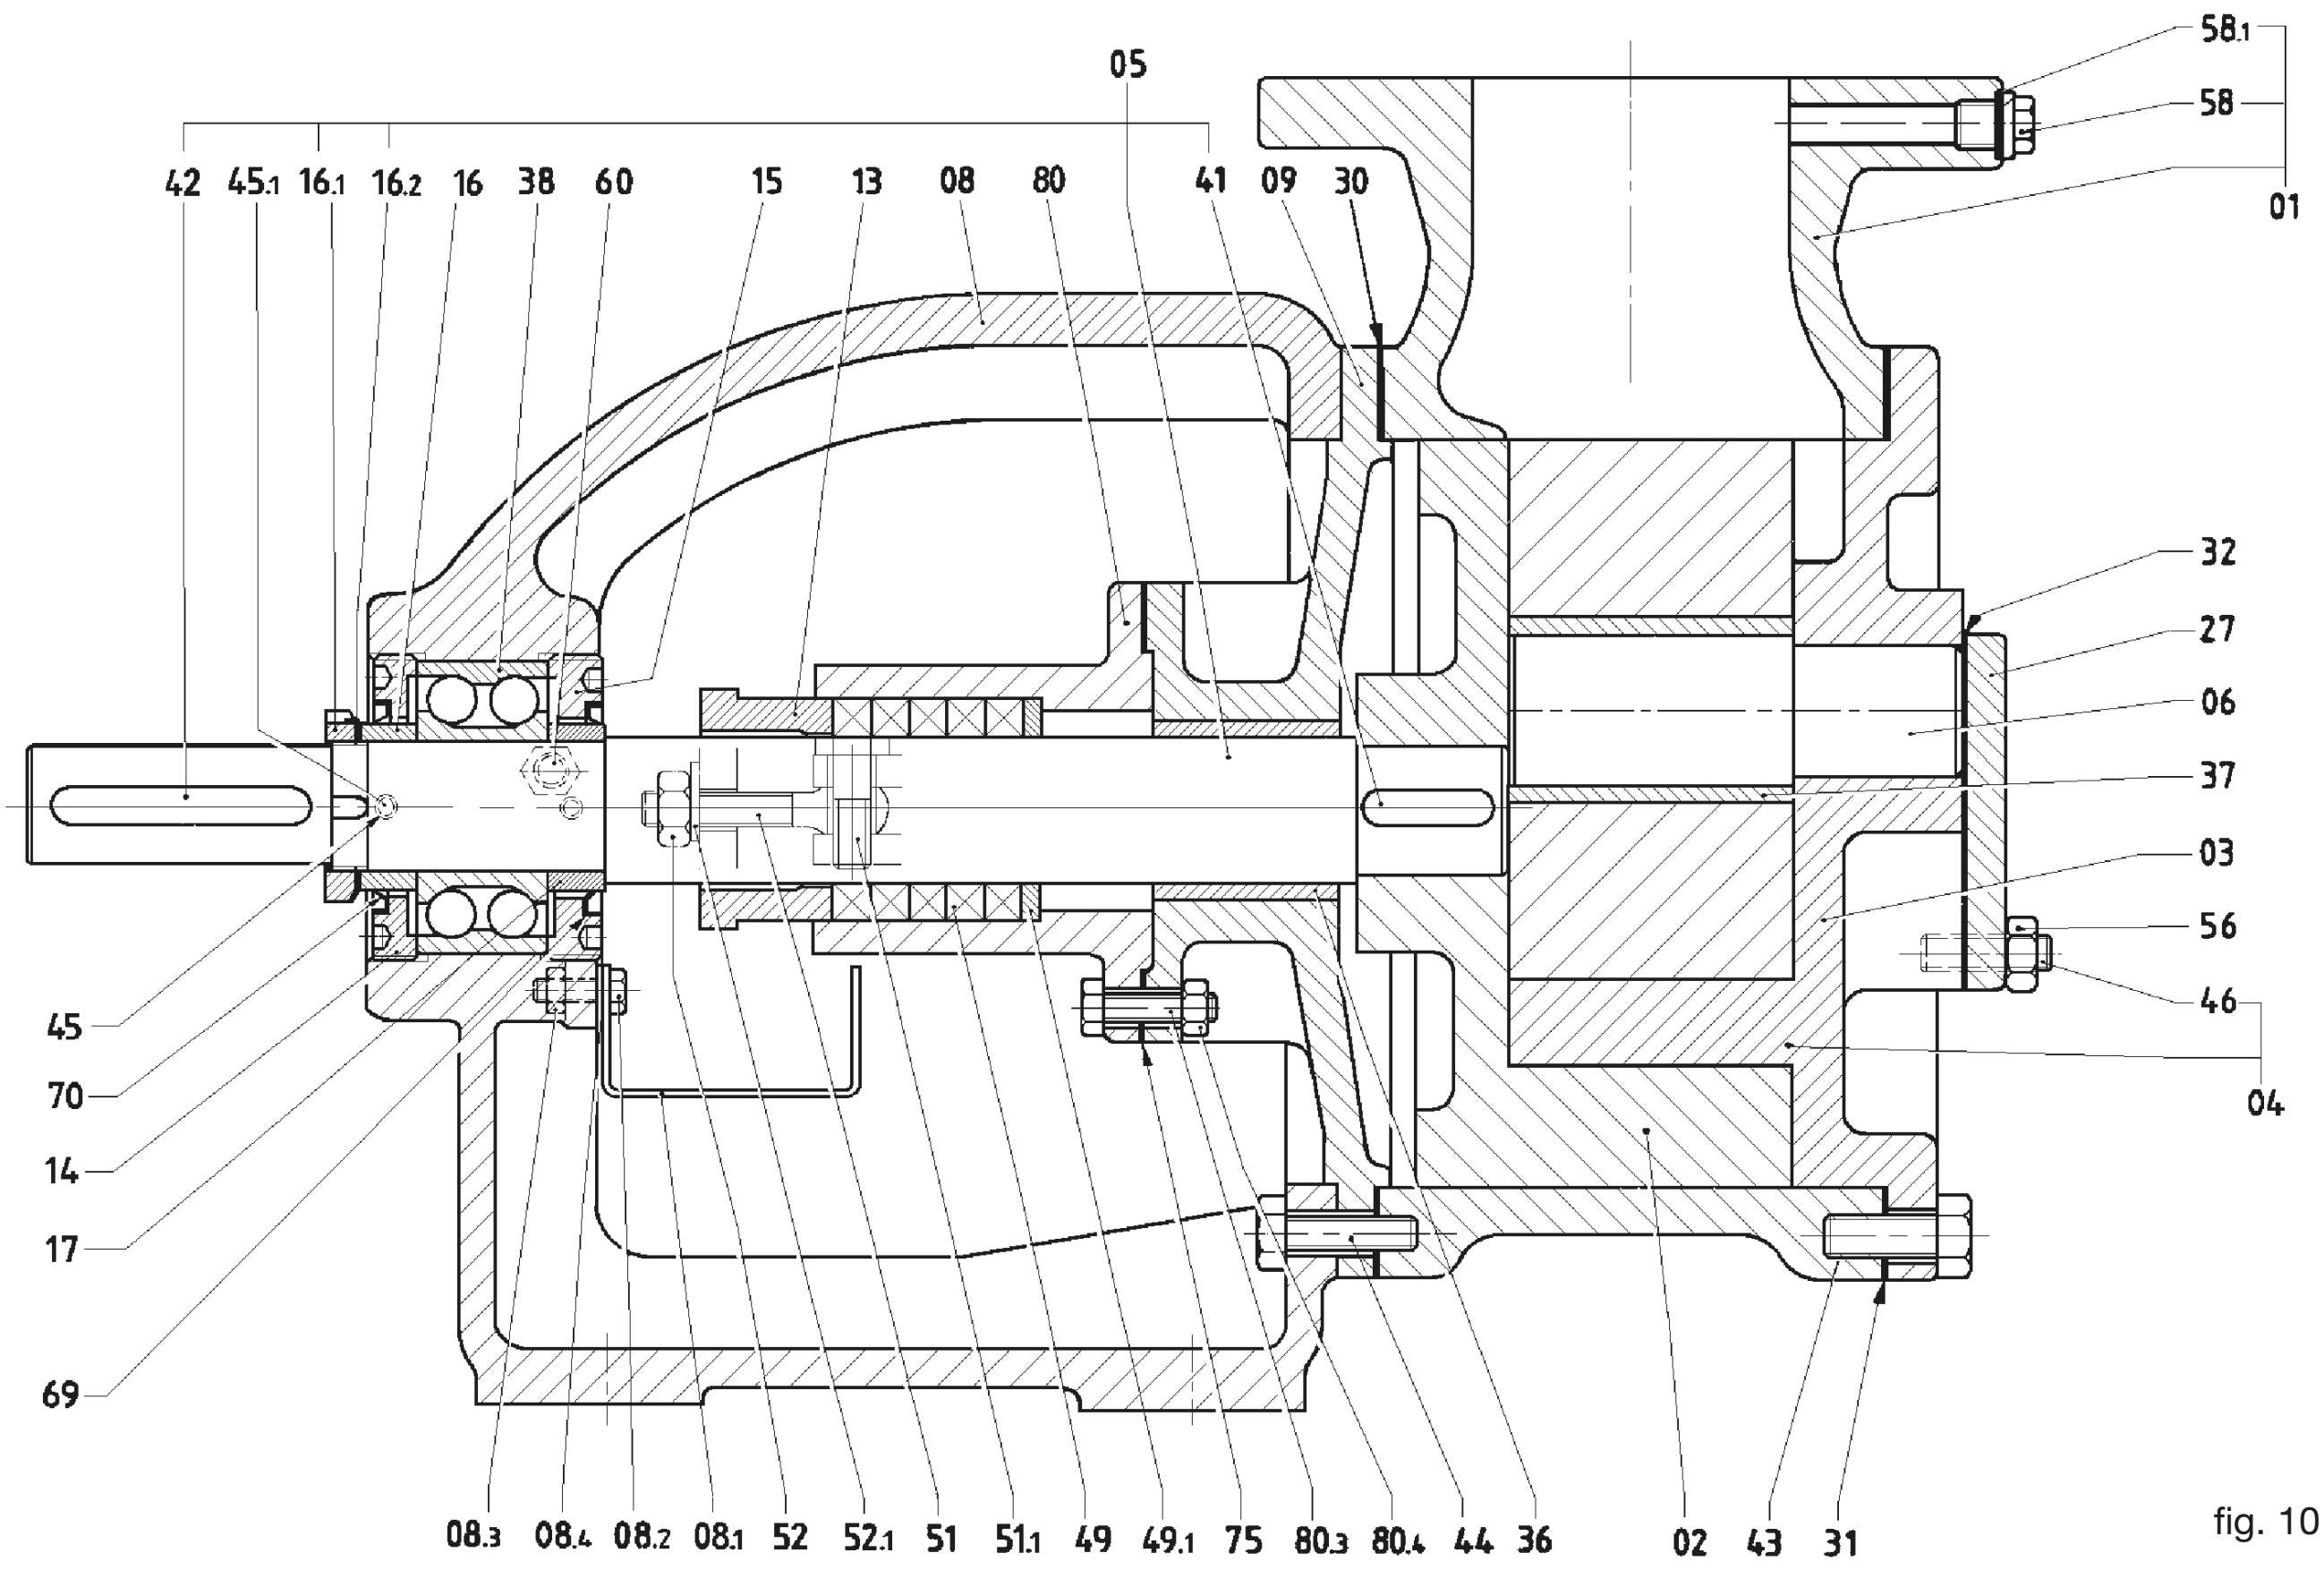

fig. 10
11.1 Démontage du couvercle (04) (fig. 10)
11.2 Démontage de la roue dentée (03) (fig. 10)
- ☐ Oter la roue du pivot (06), le coussinet en bronze (37) se trouve dans le trou central. Certaines versions ne possèdent pas cette douille et ont un pivot avec un diamètre plus grand.
11.3 Démontage du pivot (06) (fig. 10)
11.4 Démontage du corps (01) (fig. 10)
- ☐ Enlever les vis (44).
- ☐ Dégager le corps de la bride/ support (09) en veillant à ne pas abÎmer le joint (30). Le remplacer si c'est le cas.
- ☐ La bride/ support doit rester dans le logement de centrage avec le support (08).
11.5 Démontage du roulement à billes (38) (fig. 10)
11.12 Démontage du coussinet en bronze du support (36) (fig. 10)